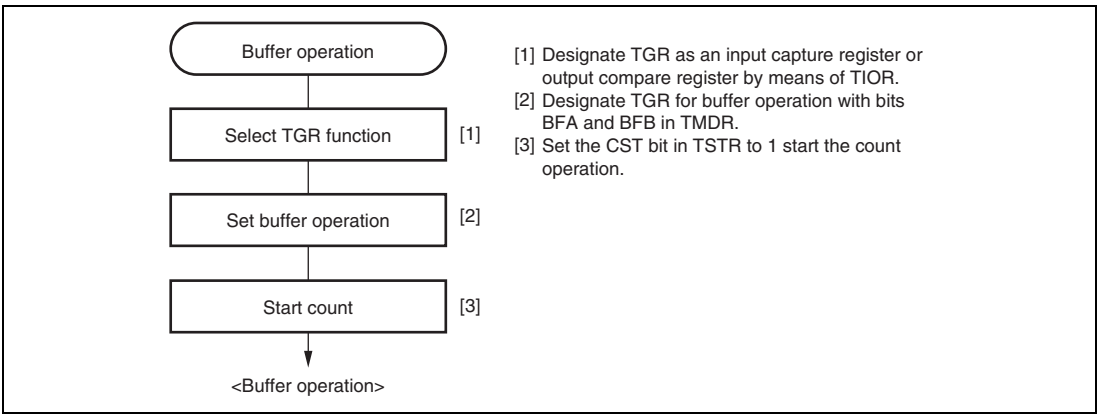

**Figure 10.14 Example of Buffer Operation Setting Procedure**
**Example of Buffer Operation Setting Procedure:** Figure 10.14 shows an example of the buffer operation setting procedure.